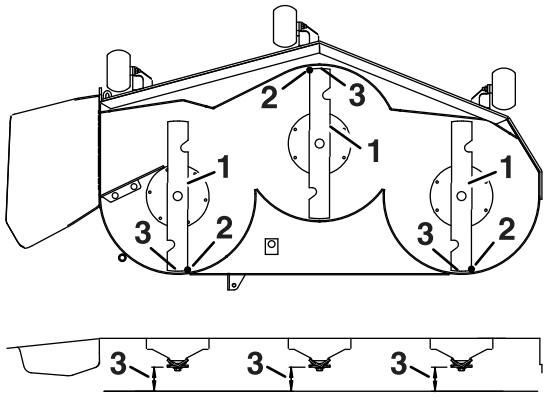

Figure 82
7. Vérifiez l'inclinaison avant/arrière des lames (Figure 82). Vérifiez que la pointe avant de la lame est plus basse que la pointe arrière, comme montré dans le tableau de hauteur de cale et d'inclinaison. Si un réglage est nécessaire, poursuivez cette procédure.